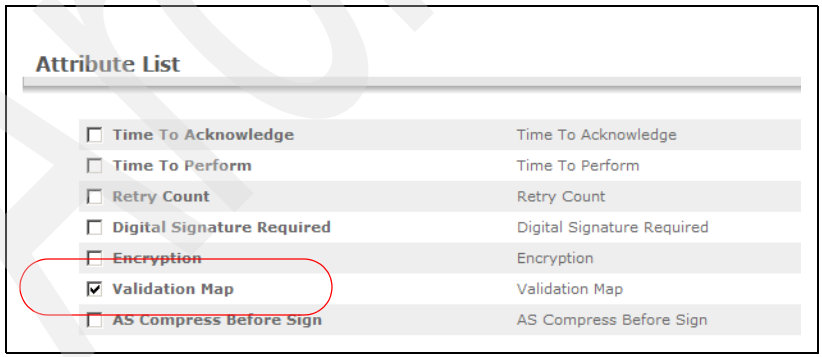

Figure 19-13 Adding the attribute Validation Map
4. In the Attributes list, select the check boxes next **Validation Map** and **Interchange Identifier** (see Figure 19-13 and Figure 19-14 on page 643). Select **Save** to return to the Update Document Flow definitions page.